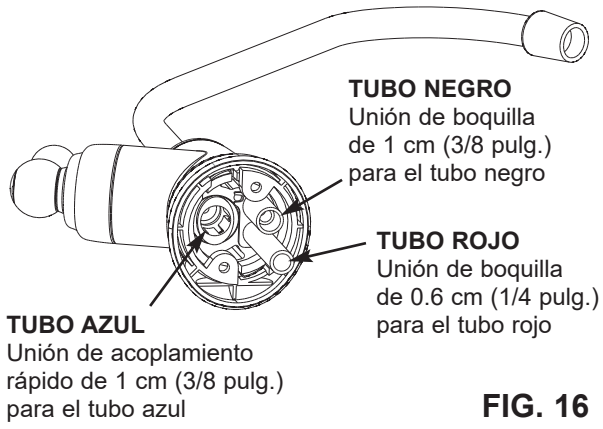

FIG. 16
C. Inserte toda la extensión en la unión de 0.6 cm (1/4 pulg.) de la boquilla del grifo en este último. Vea las Figs. 16, 19 y 20.